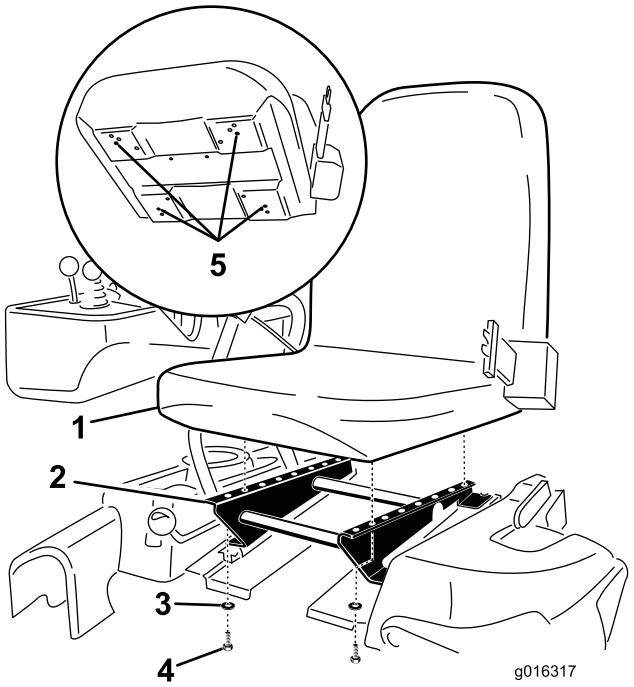

**Figure 4**
3. Fixez le siège sur sa base avec les 4 boulons et rondelles retirés précédemment (Figure 4).